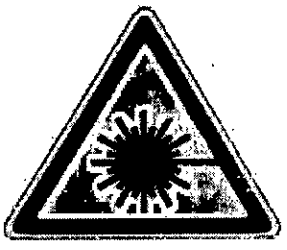

Fig. 3.9
- La etiqueta que se muestra en la Fig. 3.9 debe colocarse en la parte externa de cada entrada a estas áreas para indicar la presencia de una fuente de láser dentro.